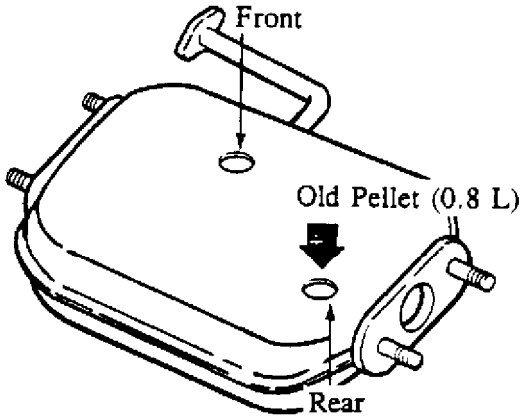

Fig. 18: Location of Drain Hole No. 2
10. Put the funnel in drain hole No. 2 (rear side). See Fig. 18.